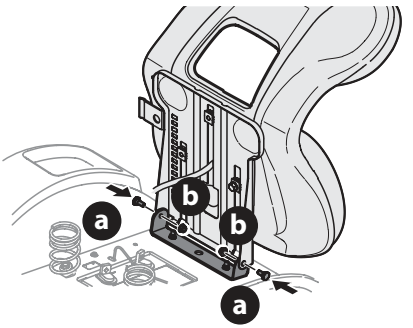

Fig. 3
4. Luego, con los tornillos con reborde (a) y las tuercas de seguridad con brida (b) previamente quitados, asegure un lado del asiento y soporte del asiento. Mientras sostiene el asiento, quite el destornillador Phillips y asegure el otro lado del asiento. Tenga cuidado de no doblar o dañar el mazo de cables mientras instala el asiento (Fig. 3). Ajuste hasta 84-103 pulgadas-libras (9-12 N-m).